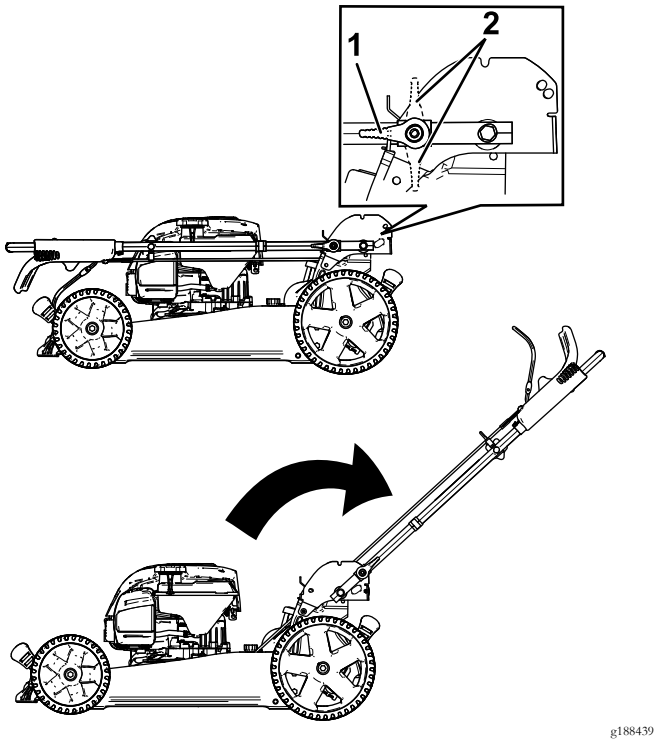

Figur 3
1. Koppla ur handtagslåsen (Figur 3).
2. Flytta handtaget bakåt till körläget (Figur 3).